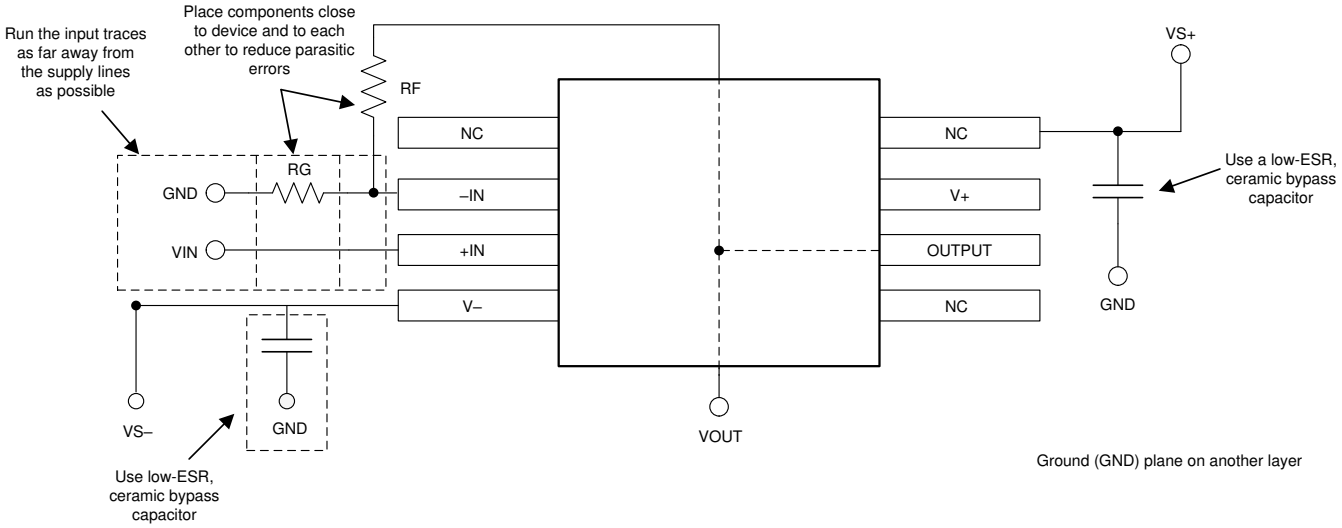

図 7-4. 非反転構成のオペアンプ基板のレイアウト
- 外付け部品は、可能な限りデバイスに近く配置します。図 7-4 に示すように、寄生容量を最小限に抑えるため、RF と RG は反転入力の近くに配置します。